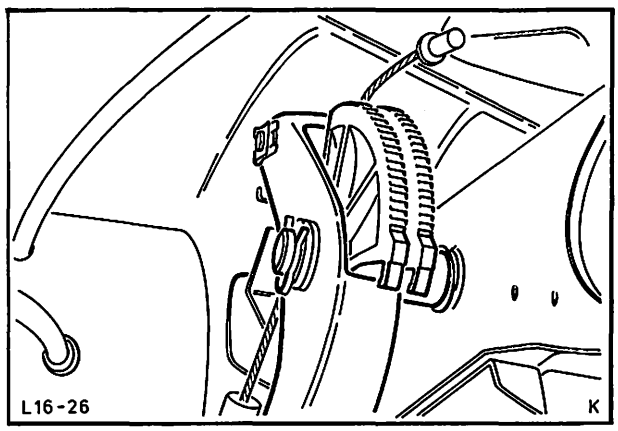

Abb. 36 Kupplungsseilzug herausziehen
4. Kupplungsseilzug von Zahnsegment – Nachstellautomatik aushängen. Seilzug durch die Aussparung zwischen Pedal und Nachstellautomatik herausziehen, Abb. 36.